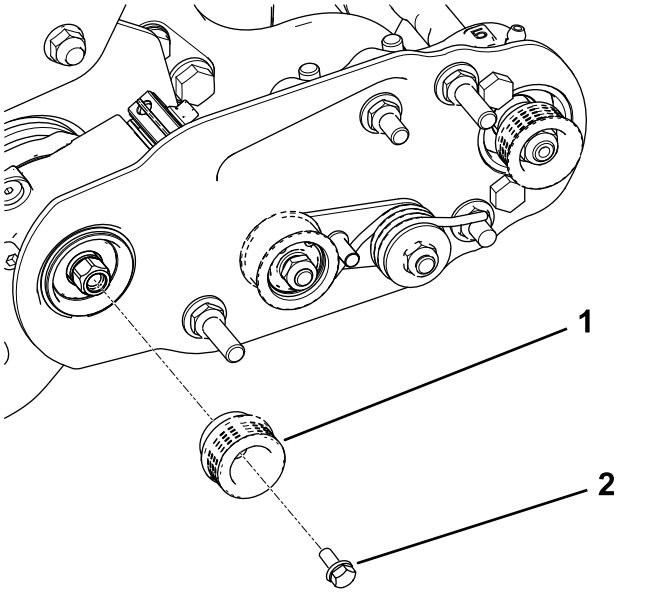

Figur 15
2. Monter drivremskiven på trimmerakslen (Figur 15).
3. Påfør (blå) gevindlåsemasse på flangehovedbolten, og brug bolten til at fastgøre remskiven på drivakslen. Se Figur 15.